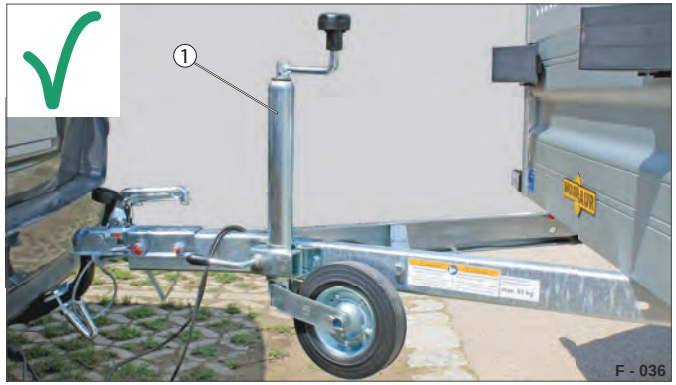

Fig. 6 Støttehjul (i kørestilling) korrekt
- ▶ Drej støttehjulet helt op / løft støttehjulet helt op forud for kørslen (se Fig. 6).